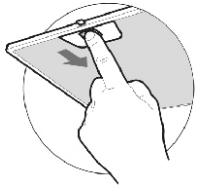

рис. 5
- перед установкой вытяжки снимите алюминиевый фильтр, для этого нажмите на пружинный замок на фильтре и потяните фильтр вниз и на себя (рис. 5);